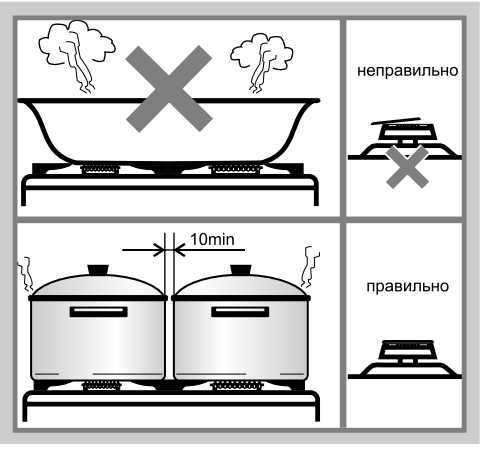

Рис.22
- Запрещается устанавливать на решетки какие-либо дополнительные рассекатели пламени и пользоваться горелками со смещенными крышечками (рис.22). Это приведет к неполному сгоранию газа, а также может привести к разрушению стеклянной варочной панели или необратимому ухудшению внешнего вида варочной панели из нержавеющей стали.